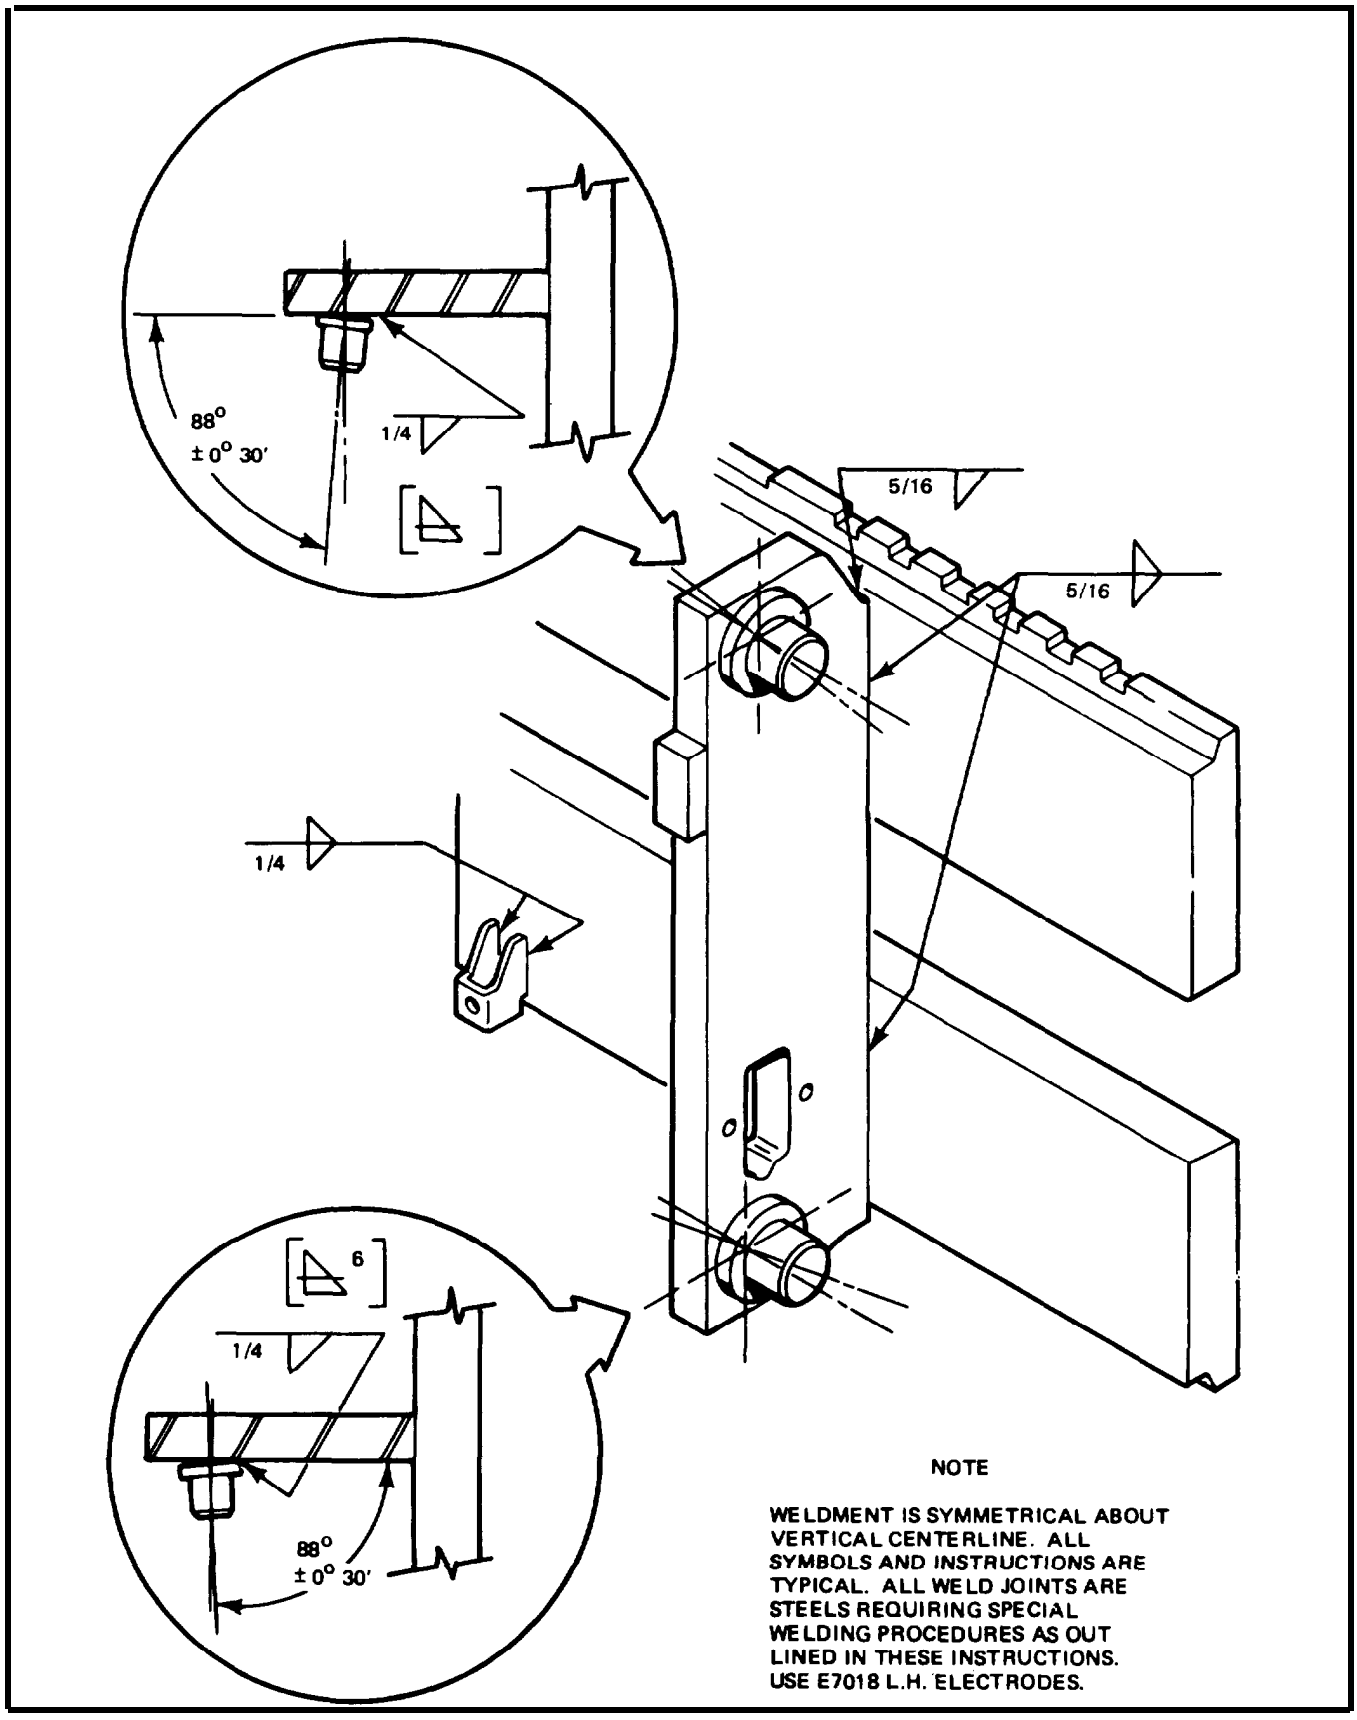

Figure 5-1. Welding Repair of Carriage
h. Figures 5-1 thru 5-5 illustrate points of weld and proper weld symbols for the types of weld to be used in each case when welding on carriage and upright parts.